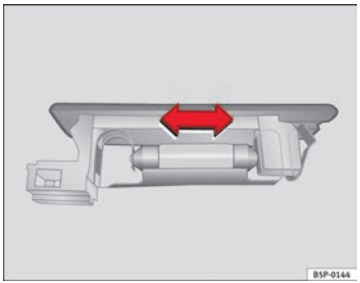

Fig. 167 Luggage compartment light
– Press the bulb sideways and remove it from its housing ⇒ fig. 167. ■